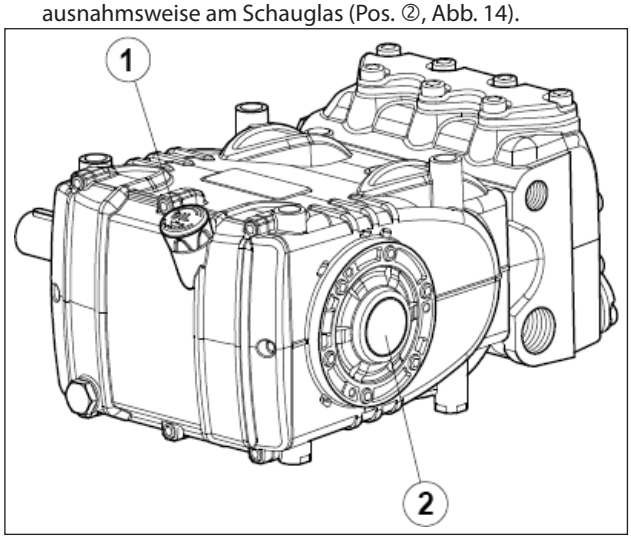

Abb. 14
5. Der Ölstand im Pumpengehäuse korrekt ist, u.z. über den entsprechenden Messstab (Pos. ①, Abb. 14) und ausnahmsweise am Schauglas (Pos. ②, Abb. 14).